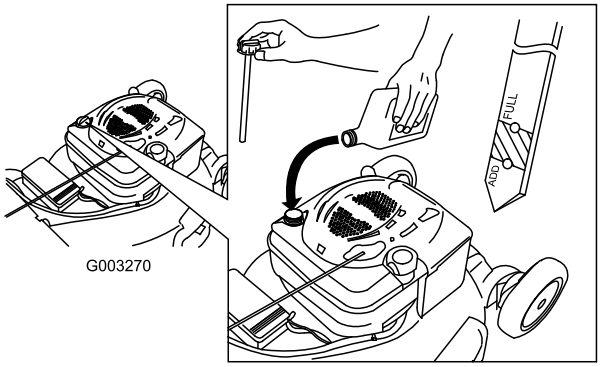

Figur 37
4. Fyll **långsamt** på olja i påfyllningsröret tills nivån når markeringen Full på oljestickan (Figur 37). **Fyll inte på för mycket.** (Maximal påfyllning: 0,59 l, typ: SAE 30 renad olja med API-klassificering SF, SG, SH, SJ, SL eller högre.)